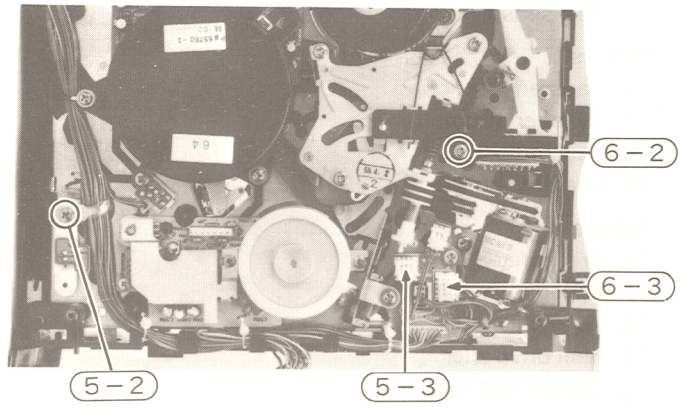

Fig. 23 Switches
5. Cassette holder switch (Fig. 23)
6. Mechanism state switch (Fig. 23)